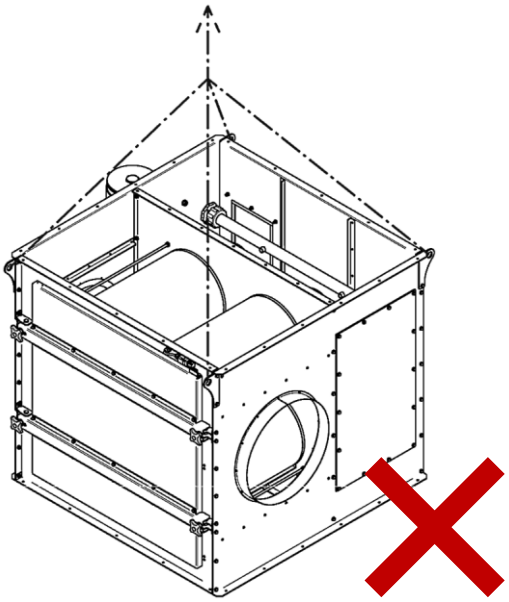
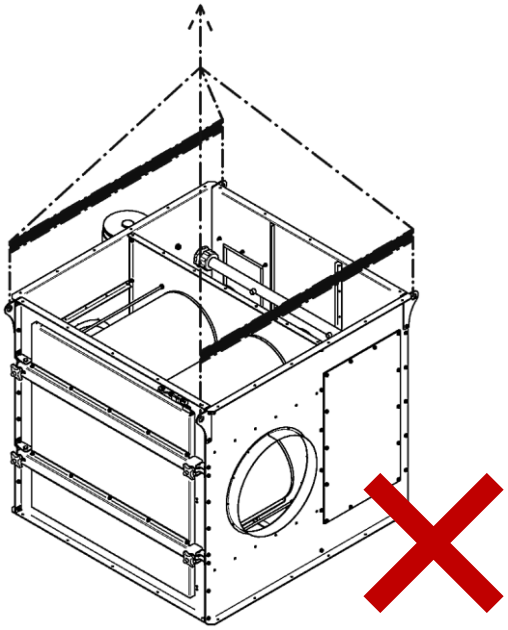
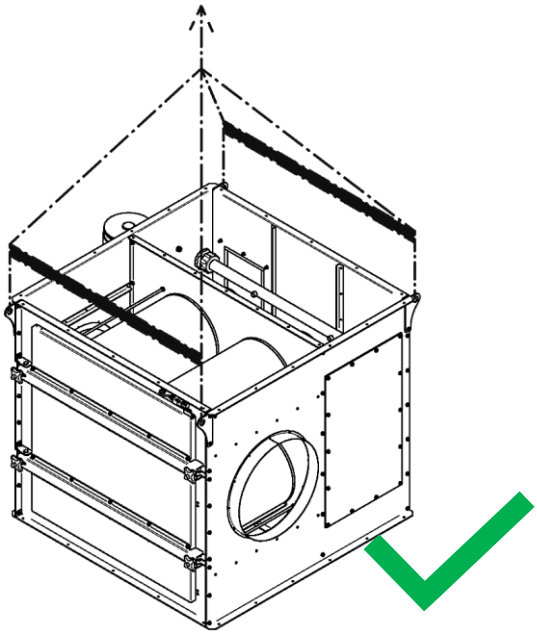
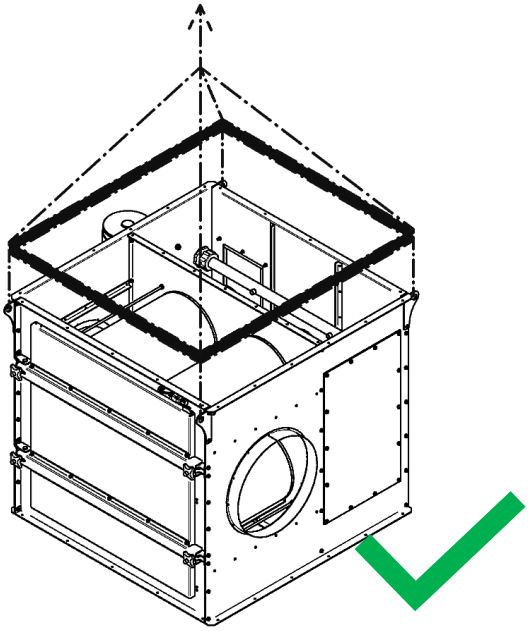

Rysunek 14
Rysunek 15
Rysunek 16
Rysunek 17
Do transportu pionowego należy wykorzystywać wyłącznie atestowane zawiesia. Ładunek podwieszać na 4 cięgnowym zawiesiu zakończonym hakami z wykorzystaniem pośredniego trawersu stabilizującego i odciążającego wieszaki urządzenia od sił skośnych – patrz Rysunek 16 i Rysunek 17 na str. 32. Ponadto haki powinny być zapięte o wieszaki, które posiadają otwory Ø30 mm zachowując bezpieczny kąt rozwarcia pomiędzy zawiesiami max 120°. Stosować linę kierunkową do prowadzenia ładunku na wysokości. Dopuszcza się ręczne naprowadzanie ładunku na konstrukcję, z którą ma być połączony. w trakcie podnoszenia lub naprowadzania trzymać z dala ręce i dłonie oraz inne części ciała od lin, cięgien lub łańcuchów i haków służących do podnoszenia, zapobiegając przed zmiażdżeniem lub ścięciem w wyniku naprężenia lin pod wpływem ciężaru ładunku.
F. Sposoby podwieszania modułów filtracyjnych pokazane niżej na: Rysunek 14, Rysunek 15 są niedopuszczalne! Zalecane sposoby pokazano na: Rysunek 16 i Rysunek 17 na str. 32.